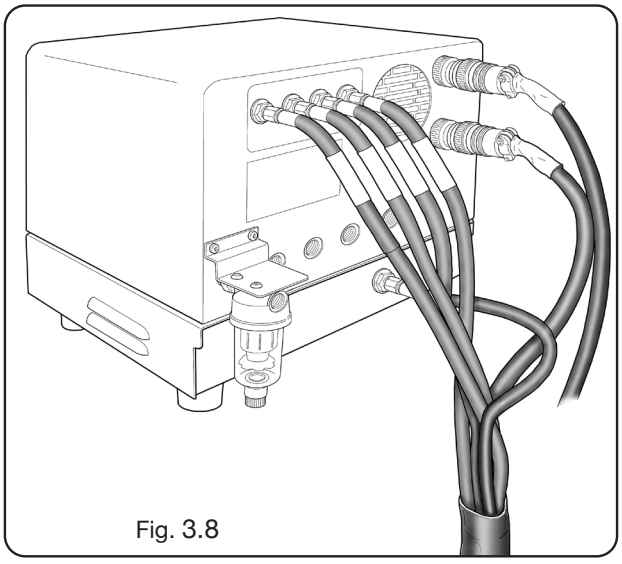

Fig. 3.8
• Collegare il fascio tubi art.1166 serrando i tubi alle rispettive uscite dei gas e facendo attenzione alla corrispondenza delle marcature (plasma preflow - cutflow, secondary preflow - cutflow e auxiliary); avvitare il connettore elettrico all'uscita CN05 (vedi fig.3.8).
• Collegare infine la connessione art.1189 avvitando il connettore elettrico all'uscita CN04 (vedi fig.3.8).